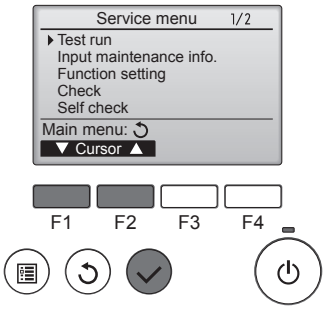

Fig. 7-1
① Выберите режим “Test run” (Пробный пуск) в Сервисном меню и нажмите кнопку [ВЫБОР]. (Fig. 7-1)